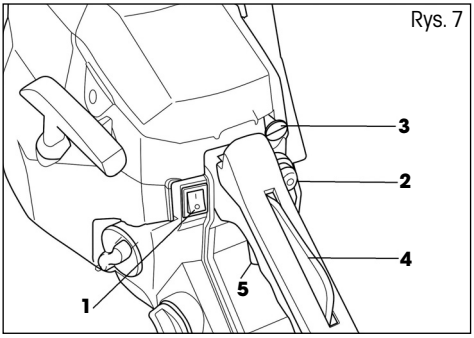

Rys. 7
1. Ustaw wyłącznik w pozycji „I". (Por. rys. 7, punkt 1)
2. Ściskaj kilkakrotnie, 5x do 10x, pompkę wtrysku paliwa (Rys. 7, punkt 2), dopóki paliwo nie przedostanie się do gaźnika.
3. Pociągnij do góry dźwignię ssania (Rys. 7, punkt 3) na pozycję „OFF" (= odcięty dopływ powietrza, tzn. włączone ssanie).
5. W tym momencie wciśnij w dół dźwignię ssania (Rys. 7, punkt 3) na pozycję „ON" (= otwarty dopływ powietrza, tzn. ssanie jest wyłączone) i poprzez kilkakrotne pociągnięcie na linkę rozrusznika uruchom silnik.
1. Ustaw wyłącznik (Rys. 7, punkt 1) w pozycji „I".
- Aby zwiększyć obroty, wciśnij najpierw dłonią bezpiecznik gazu (Rys. 7, punkt 4), a następnie wciśnij kciukiem dźwignię obsługi gazu (Rys. 7, punkt 5).
- Zwolnij dźwignię obsługi gazu (Rys. 7, punkt 5) i przełącz wyłącznik (Rys. 7, punkt 1) na pozycję „0".